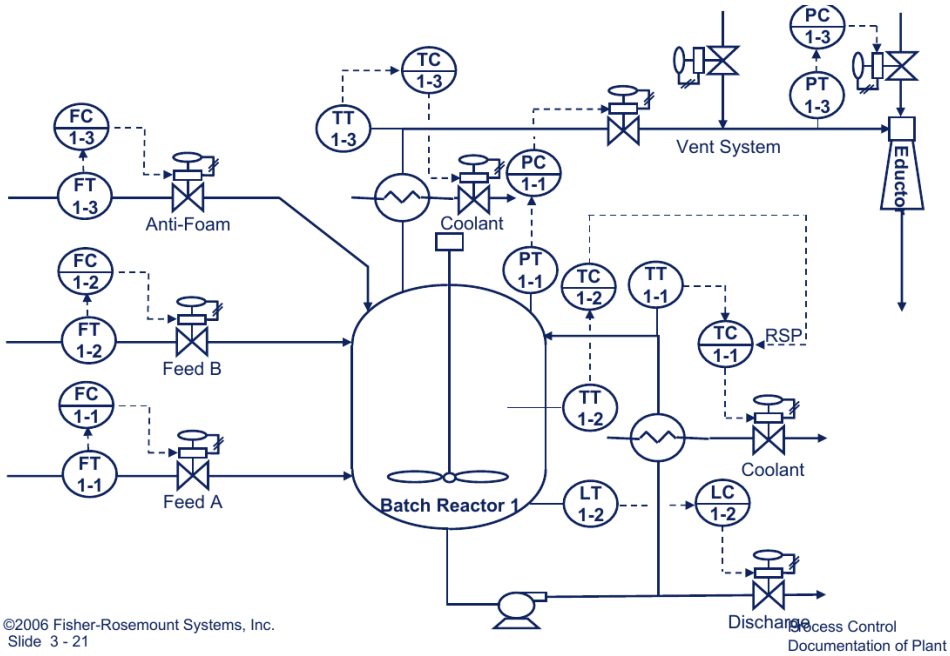

Figura 2: P&ID del control de un reactor batch
2. La Figura 2 muestra el diagrama **P&ID** del sistema de control de un reactor químico para un proceso tipo *batch*. La reacción se produce a partir de dos reactivos (Feed A y Feed B). Como consecuencia de la reacción química, además del producto de interés, se produce espuma (**foam**) y gases que incrementan la presión del reactor.